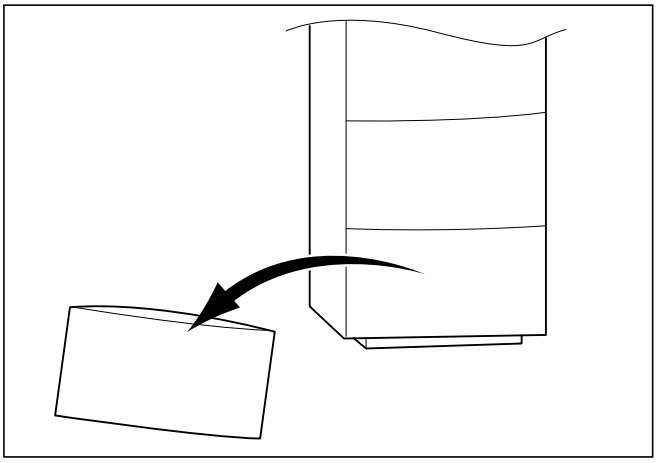

Abb. 4.1 Entfernen der Verkleidung
- Entfernen Sie den untersten Verkleidungsdeckel, um diesen beim Transport nicht zu beschädigen (siehe Abb. 4.1).